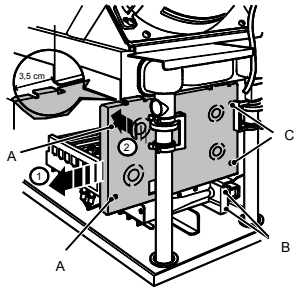
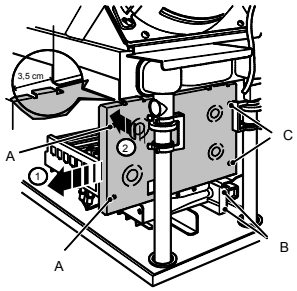

Fig. 7.1
Fig. 7.2
3. Remove the screws A (Fig. 7.1) and move towards left the combustion chamber lateral panel.
4. Remove the screws B (Fig. 7.1) and remove the airdeflector
5. Remove the screws C (Fig. 7.1) and remove the combustion chamber frontal panel. Take it out of about 3,5cm by the side, rotate it inside the combustion chamber and then slide it forwards (Fig. 7.2).
3. Открутите винты A (рис.7.1) и уберите боковую панель камеры сгорания влево.
4. Открутите винты B (рис.7.1) и вытащите отражатель
5. Открутите винты C (рис.7.1) и снимите переднюю панель камеры сгорания, вынимая ее вбок приблизительно на 3,5 см. Поверните ее вовнутрь камеры сгорания, а затем вытащите ее лицевой частью вперед (рис.7.2.)